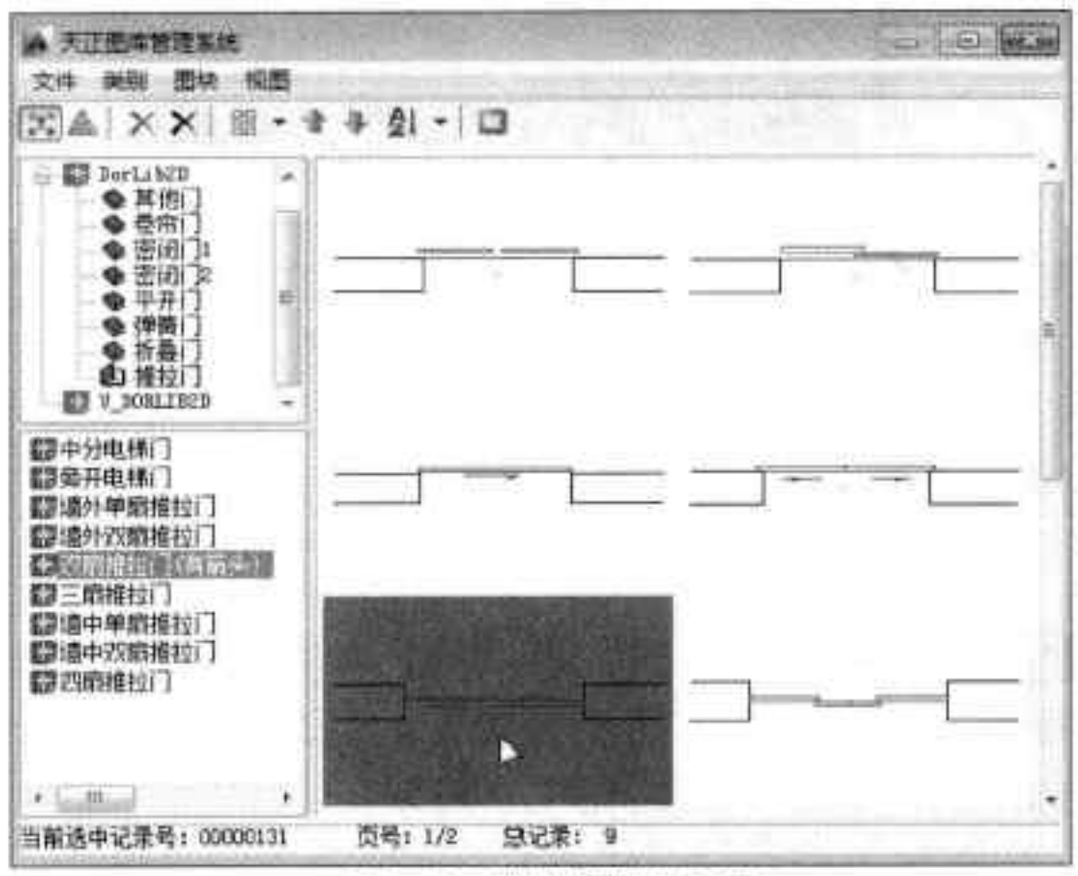

图16-75 选择推拉门图块
Step 11 打开“门”对话框，单击“门”平面图，在“天正图块管理系统”对话框中，选择满意的推拉门图块，如图 16-75 所示。